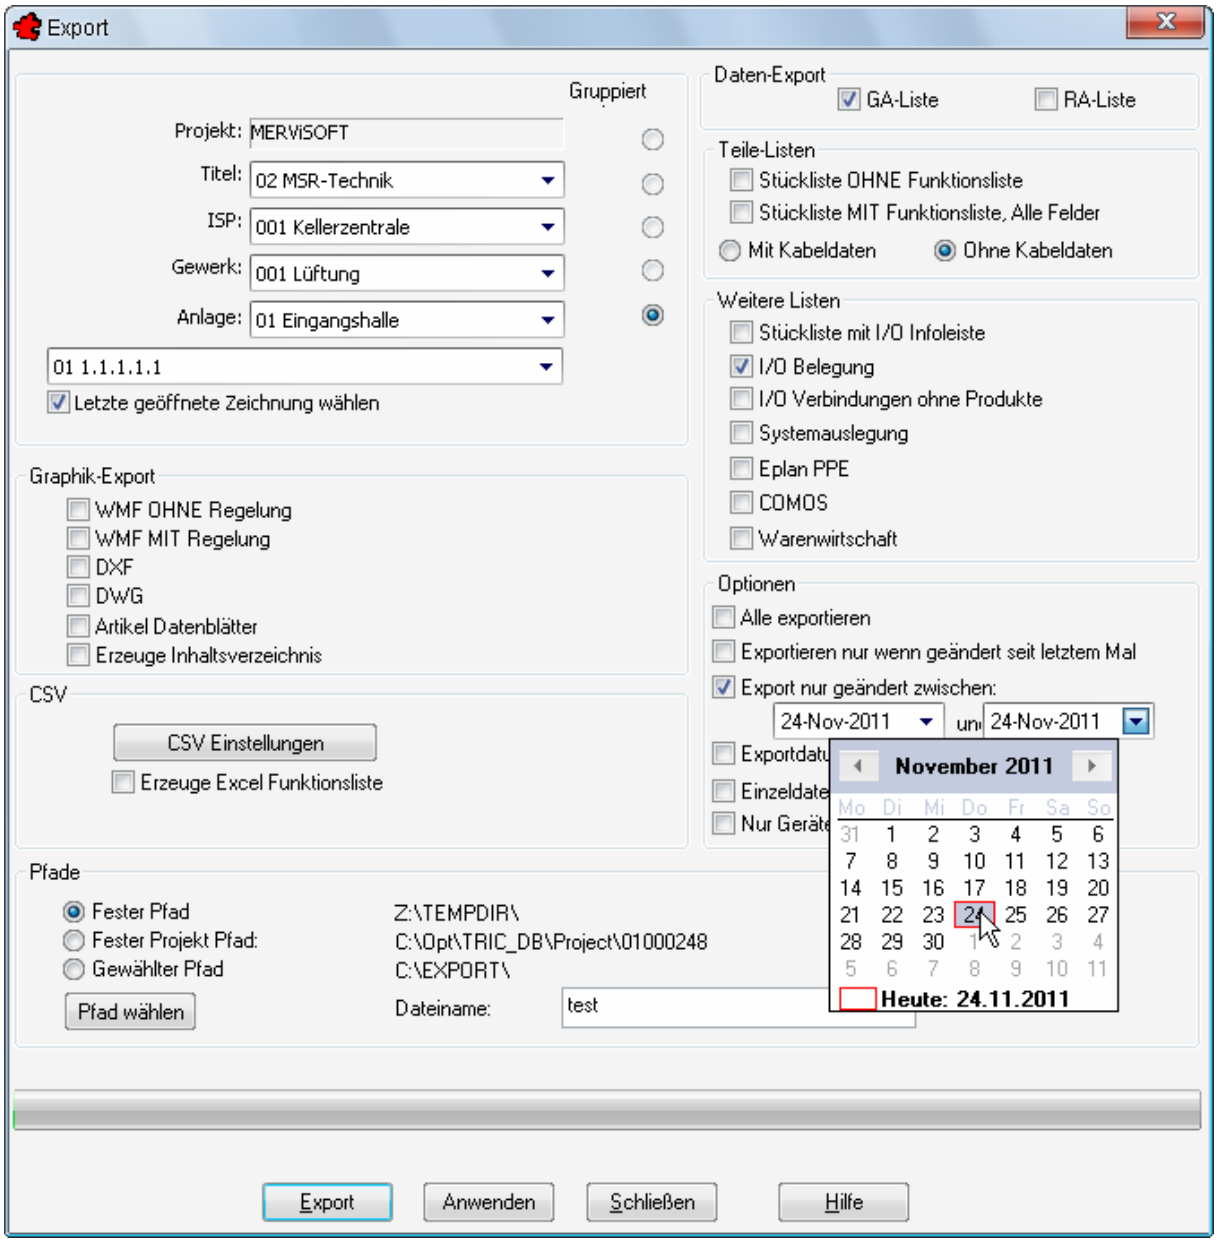

Bild 4.11 – Wahl des Exportdatums oder -Zeitraums
- Optionen ergänzt um Exportdatum (Abb. 4.11)